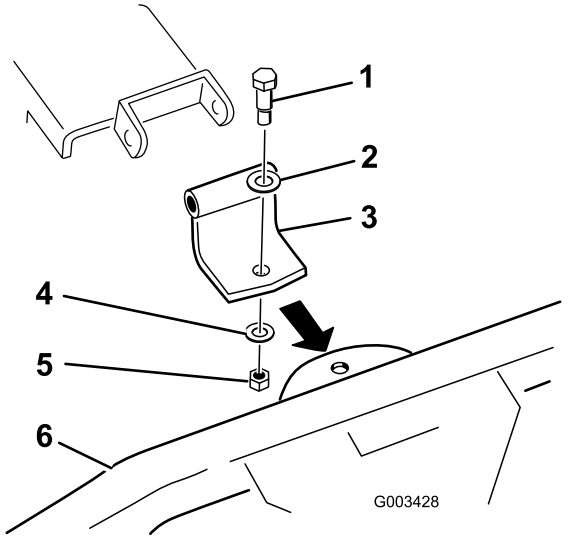

Bild 3
- Verwenden Sie die gewellte Schwenkhalterung, siehe Bild 3, wenn die Halterung am Ende des Zahnrechen nach oben zeigt.